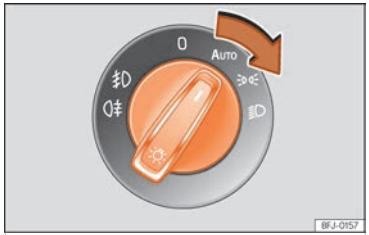

Fig. 82 Instrument panel: light panel.
- Turn on the ignition and turn the light switch to the desired position ››› Fig. 82: